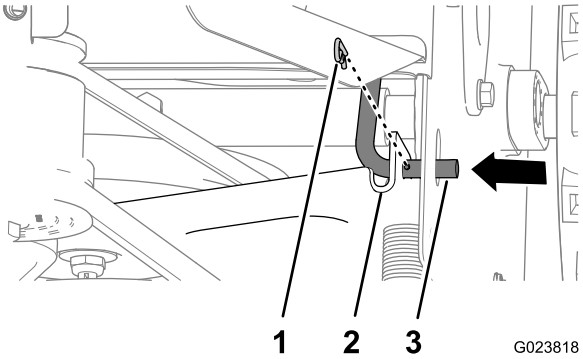

Figur 41
2. Afmonter låseclipsen fra traktionskontrolstangen (Figur 41).
3. Fjern traktionskontrolstangen fra traktionskontrolbeslaget ved at flytte stangen indad (Figur 41).
5. Flyt traktionskontrolbeslaget bagud, og ret hullet ind efter beslaget med traktionskontrolstangen (Figur 41).
6. Skyd stangen igennem beslaget, og fastgør stangen med låseclipsen (Figur 41).